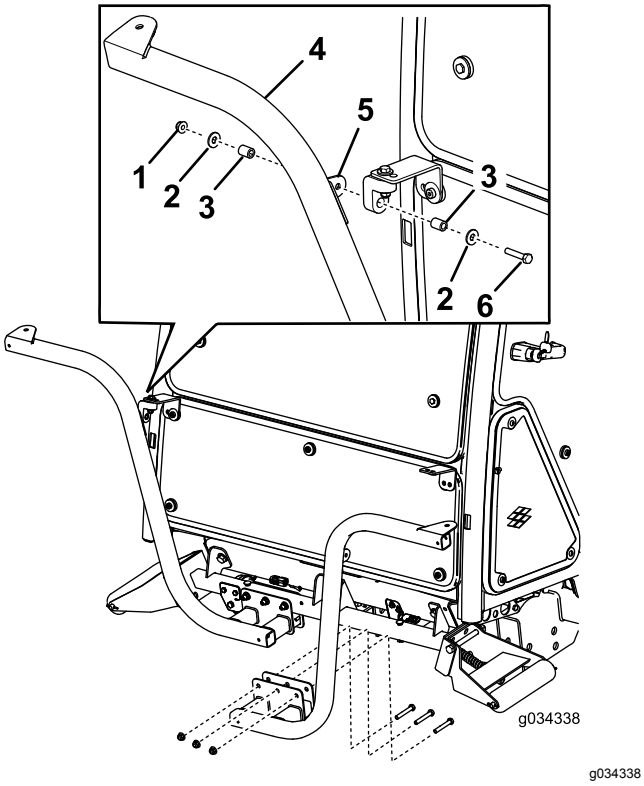

Figur 9
3. Monter løst venstre og højre forlygtebeslag på fronten af rullens støtterør med 6 bolte (3/8 x 2½ tommer) og flangemøtrikker (3/8 tomme). Placer beslagene som vist i Figur 9.